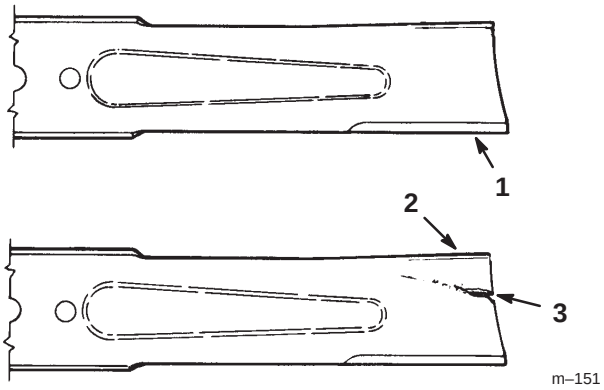

Bild 27
1. Untersuchen Sie die Schneidkanten (Bild 27). Bauen Sie, wenn die Kanten nicht scharf sind oder Kerben aufweisen, das Schnittmesser aus und schärfen es. Siehe „Schärfen des Schnittmessers“ auf Seite 27.
2. Untersuchen Sie das Schnittmesser, insbesondere den gebogenen Bereich (Bild 27). Montieren Sie, wenn Sie Schäden, Verschleiß oder Rillenbildung in diesem Bereich feststellen (Bild 27), sofort ein neues Schnittmesser.